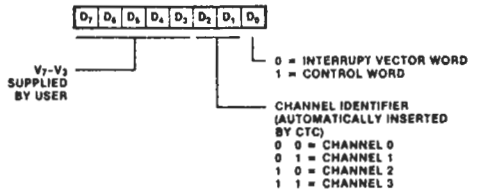

**Figure 7. Interrupt Vector Word**
**Interrupt Vector Programming.** If the Z-80 CTC has one or more interrupts enabled, it can supply interrupt vectors to the Z-80 CPU. To do so, the Z-80 CTC must be pre-programmed with the most-significant five bits of the interrupt vector. Programming consists of writing a vector word to the I/O port corresponding to the Z-80 CTC Channel 0. Note that $D_0$ of the vector word is always zero, to distinguish the vector from a channel control word. $D_1$ and $D_2$ are not used in programming the vector word. These bits are supplied by the interrupt logic to identify the channel requesting interrupt service with a unique interrupt vector (Figure 7). Channel 0 has the highest priority.